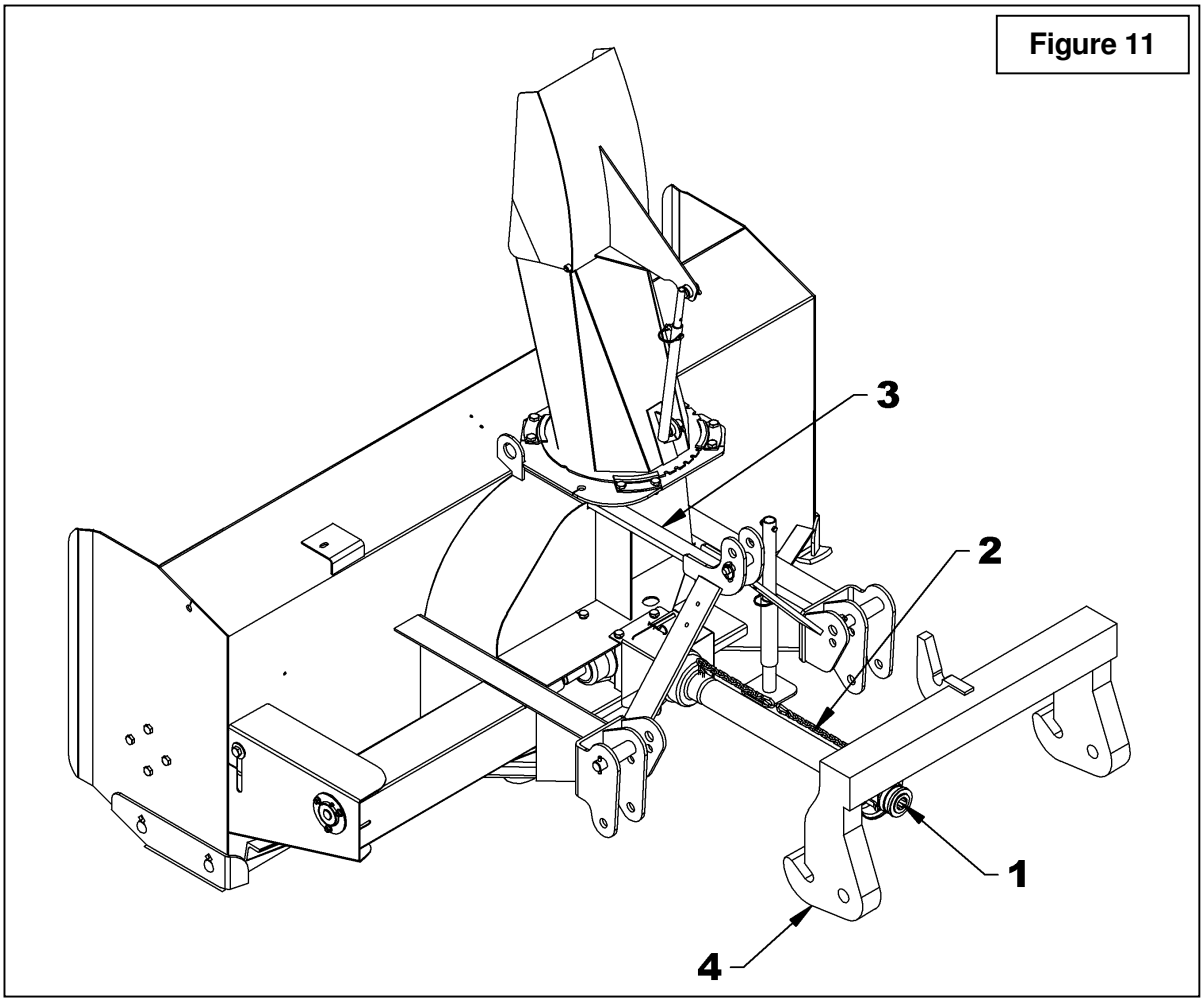

Figure 11
3. **Figure 11:** Disconnect driveline (item 1) from tractor and attach the driveline safety chain (item 2) around the upper hitch (item 3).
4. **Figure 11:** Slowly back the tractor away to release quick hitch (item 4) from the snowblower.